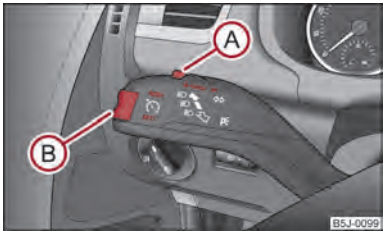

Fig. 86 Leva di comando: tasto basculante e interruttore dell'impianto di regolazione della velocità
– Premere l'interruttore Ⓐ ⇒ fig. 86 in posizione **ON**.
– Premendo il tasto basculante Ⓑ ⇒ fig. 86 in posizione **RES+** e possibile **incrementare** le velocità memorizzate senza azionare il pedale dell'acceleratore.
Il **ripristino** della velocità memorizzata avviene rilasciando il pedale del freno o della frizione, per le vetture con cambio automatico rilasciando solo il pedale del freno, e dopo aver premuto brevemente il tasto basculante Ⓑ ⇒ fig. 86 in posizione **RES+**.
– Premere l'interruttore Ⓐ ⇒ fig. 86 verso destra in posizione **OFF**.